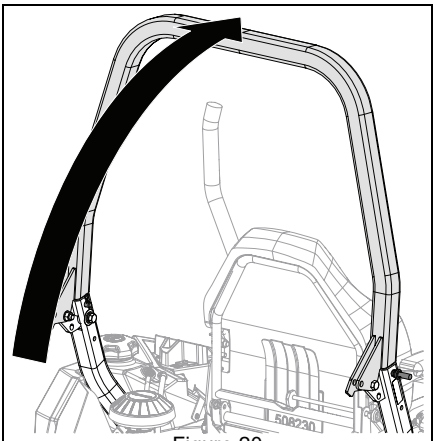

Figure 20
2. Raise center bar and secure with lock pins and hairpins. See Figure 20.